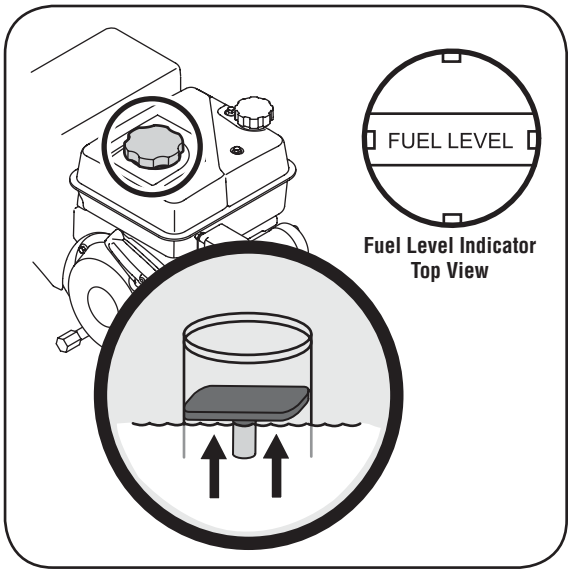

Figure 2-4: The fuel level indicator
2. A fuel level indicator is located in the fuel tank. Fill tank until fuel reaches the fuel level indictor, Figure 2-4. Be careful not to overfill.